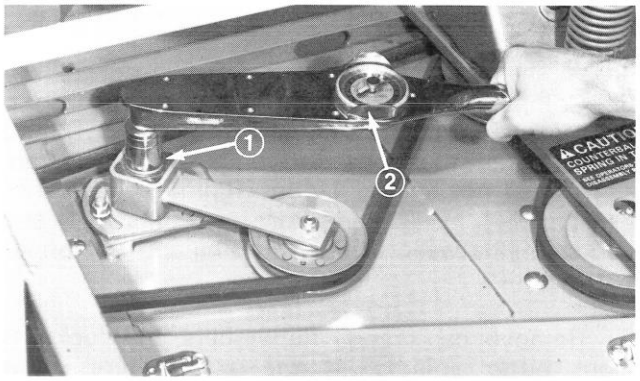

Figure 38
3. Loosen two nuts securing idler plate in place (Fig. 38). Using a socket and torque wrench, tighten the idler adjusting nut (Fig. 38) until proper torque value is achieved.
4. Hold the torque against the belt and tighten the two nuts so idler plate is held securely in place (Fig. 38). Release the idler adjusting nut, install cover, and secure latches.